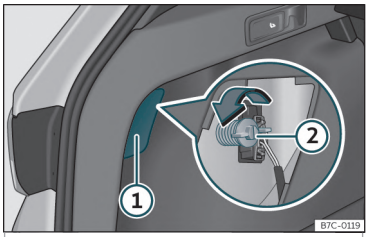

Fig. 49 Portbagajul: accesul la șurubul care fixează ansamblul lămpii spate.
– Scoateți capacul prin introducerea vârfului plat al unei șurubelnițe în orificiul›››**fig. 49** ①.
– Desfaceți șurubul de fixare a lămpii cu mâna sau cu șurubelnița›››**fig. 49** ②.